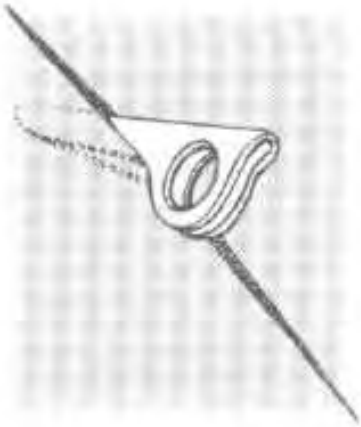

Fig. 92 – V-piton.
- U-pitons are special horizontal pitons with a lateral eyehole, and those in a V can be used like horizontal T-pitons (fig. 92). Both are used for larger fissures (more than 10 mm).